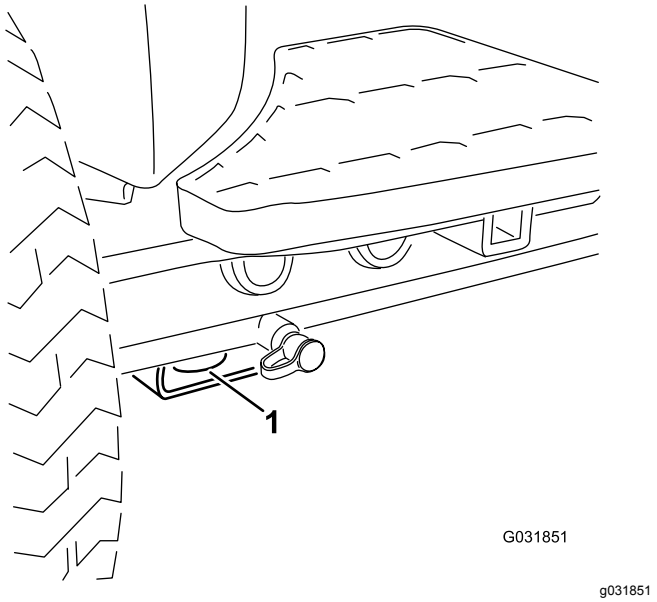

Figur 72
- Fram – hål i det fyrkantiga belägget under axelröret inuti båda framdäcken (Figur 72)